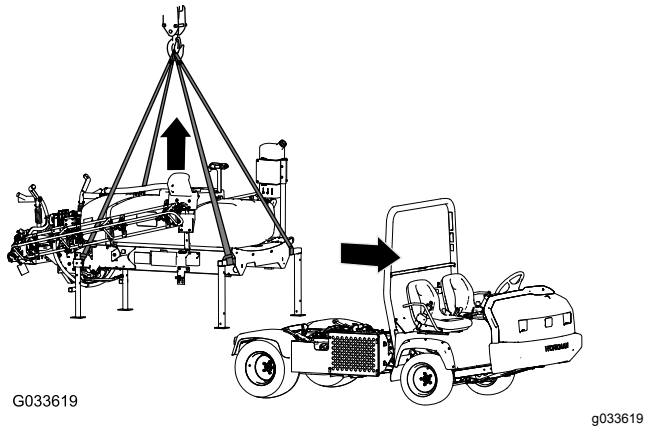

Figur 120
1. Senk bommene til ca. 45°, og drei dem forover (Figur 120).
5. Fest løfteutstyret til de horisontale rørene på de fremre jekkstøttene og den vertikale tappen på de bakre jekkstøttene (Figur 120).
7. Løft gliderammen til tanken høyt nok til at den ikke berører maskinen lenger (Figur 120).